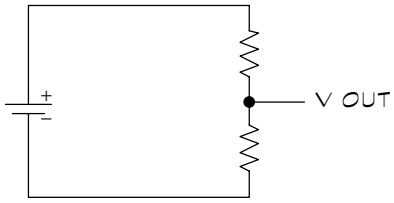

Figure 4-1: Use two resistors to create this voltage divider, a common technique to produce different voltages for different parts of a circuit.
- **Reducing voltage to part of the circuit:** In many circuits, you need to provide different voltages to different parts of the circuit. You can do this easily with resistors. Two resistors joined, as Figure 4-1 shows you, form what's called a voltage divider. Assuming that you have two identical resistors, that is, they apply their brakes in the same amount, the voltage in between the two is exactly half that of the rest of the circuit.